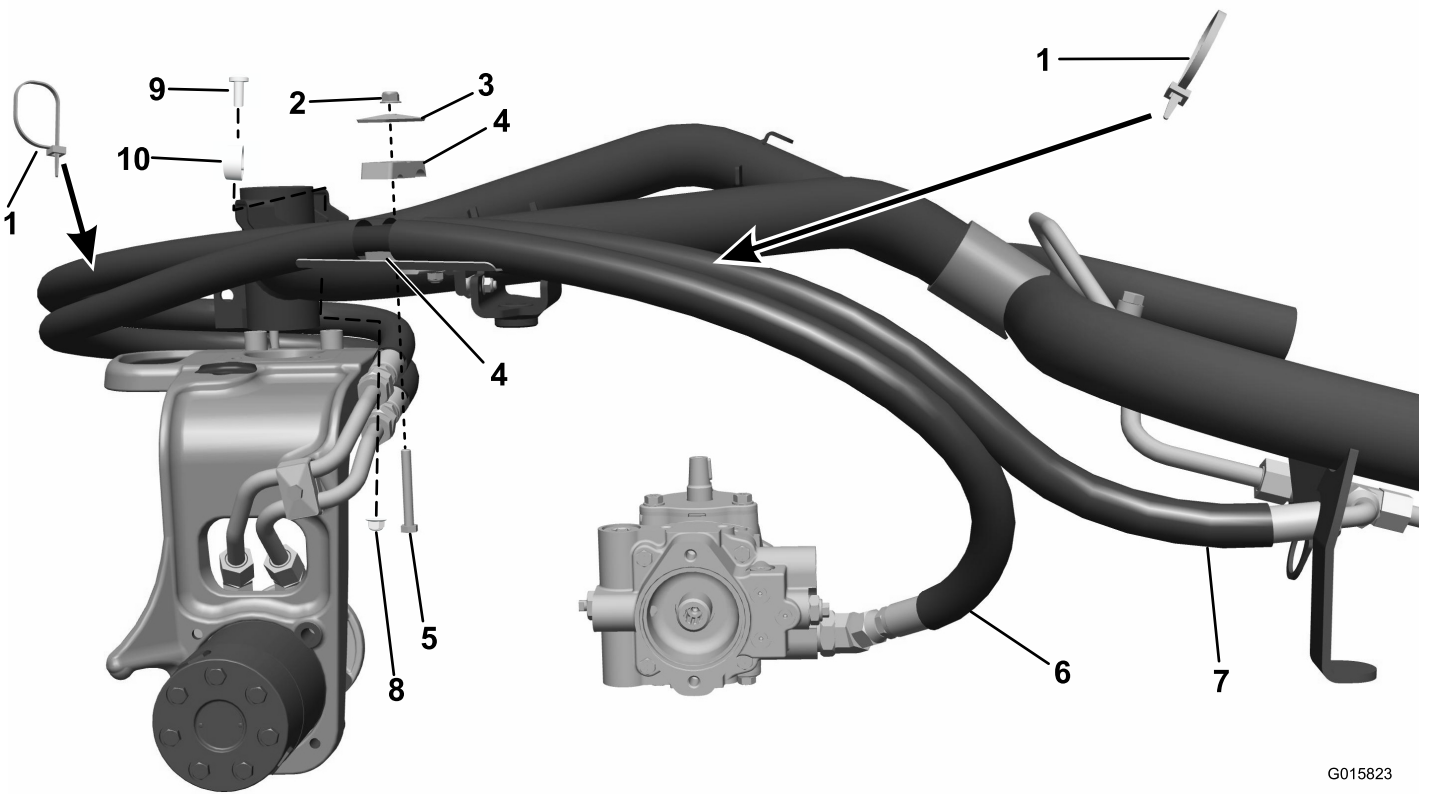
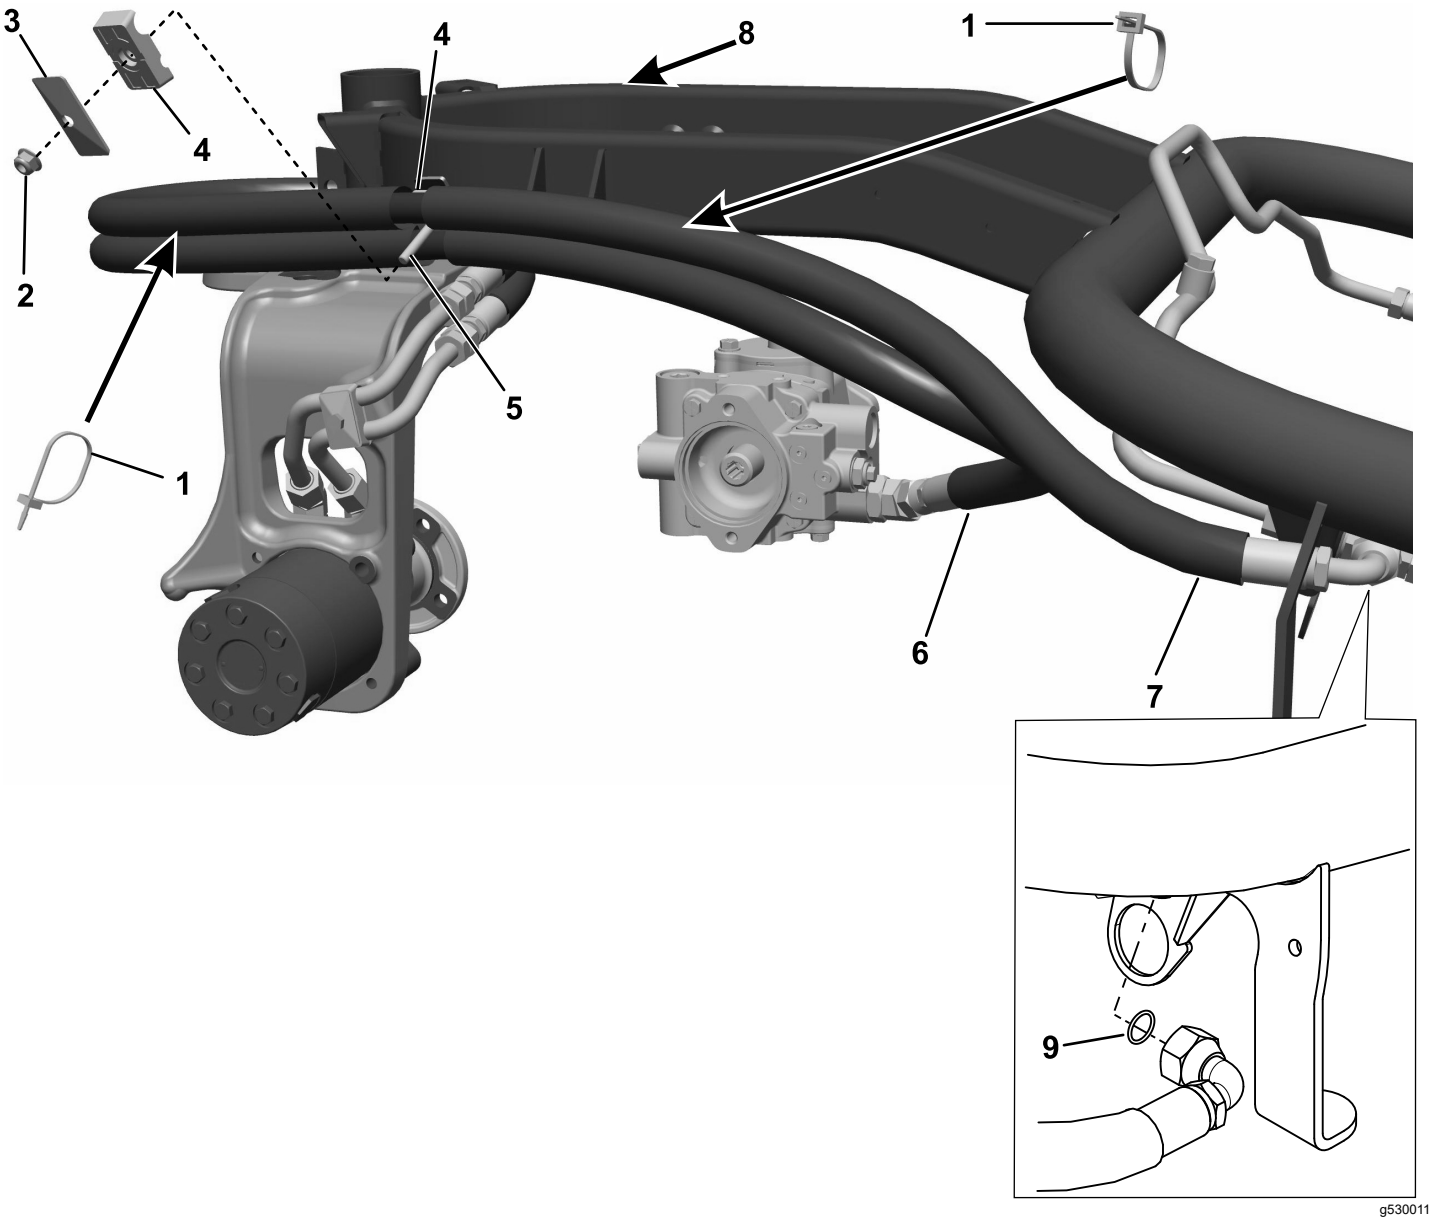

Figura 10
Figura 11
3. Montate il flessibile con raccordi diritti su entrambe le estremità attraverso la guida sulla forcella della ruota orientabile e collegatelo al condotto d'acciaio inferiore. Fissate il lato opposto al raccordo inferiore della pompa idraulica (Figura 10 oppure Figura 11).
4. Montate il flessibile rimanente attraverso la guida e collegatelo al condotto d'acciaio superiore. Collegate l'estremità opposta e l'O-ring al raccordo a T superiore del motore delle ruote anteriori (Figura 10 o Figura 11).
5. Montate entrambi i gruppi nel morsetto del tubo sull'apertura della copertura del flessibile e collegateli alla staffa. (Figura 10; oppure Figura 11).
9. Utilizzate gli ancoraggi metallici per serrare i gruppi di flessibili come illustrato (Figura 10 oppure Figura 11). Fissate tutte le estremità dei flessibili, i raccordi e i morsetti.